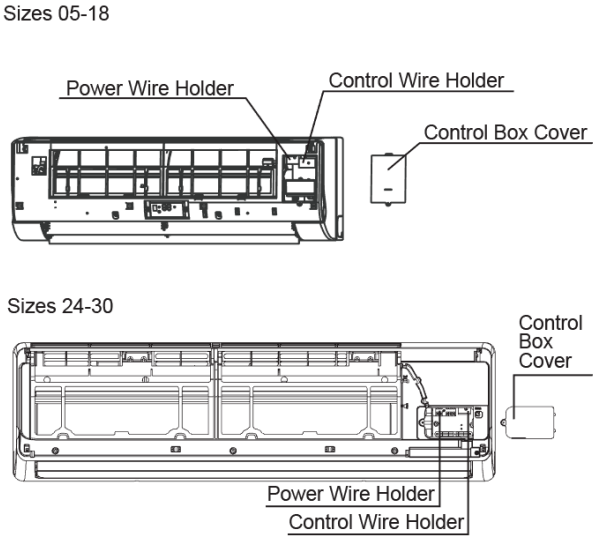

Fig. 12 — Removing Control Box Cover
2. Remove the control box cover plate and look for the power and control wire holders to route the wires to the proper terminals as shown in Fig. 12.